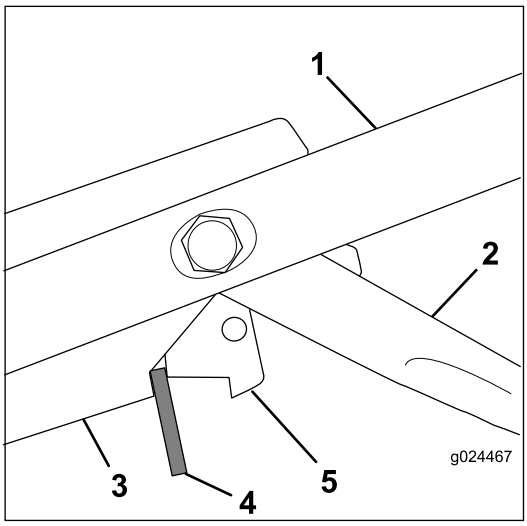

Figur 31
3. Montera en 8 mm tjock distansbricka mellan kontrollspaken för knivbromsen och styrfästet på handtaget (Figur 31).